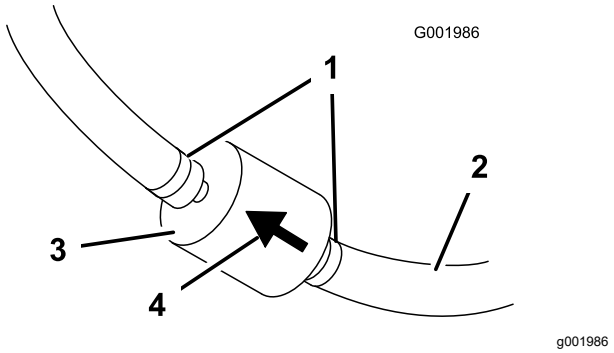

Figur 47
5. Klem slangeklemmernes ender sammen, og skub dem væk fra filteret (Figur 47).